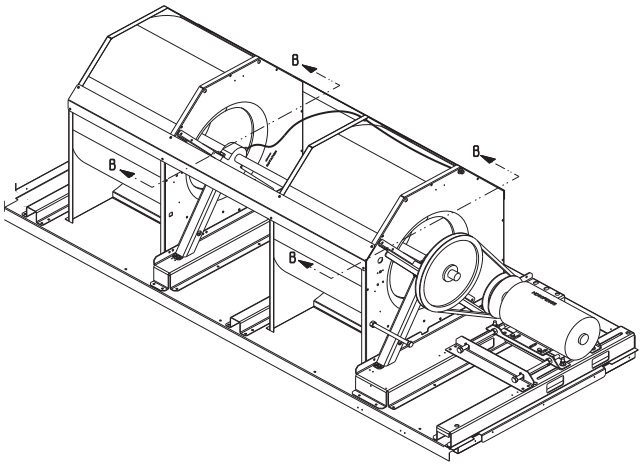

Fig. 4 - Belt Drive Motor Mounting
The supply fan system consists of two forward-curved centrifugal blower wheels mounted on a solid blower shaft that is supported by two greaseable pillow block concentric bearings. A fixed-pitch driven (fan) pulley is attached to the fan shaft and an adjustable-pitch driver pulley is mounted on the motor. The pulleys are connected using a "V" type belt. (See Fig. 4.)
2. Loosen belt by loosening the motor adjustment bolts as described in the Belt Adjustment section above. (See Fig. 4.)